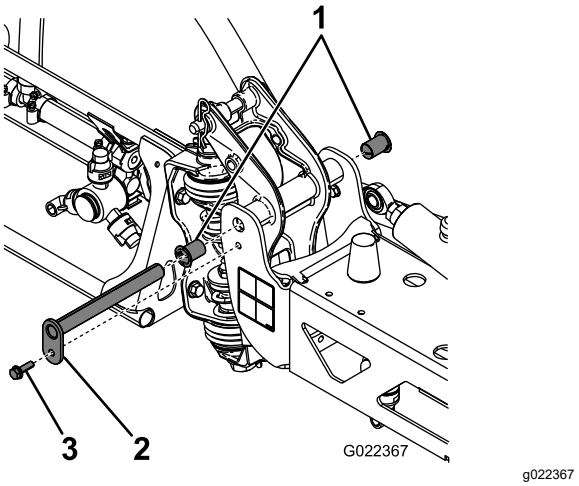

Figura 63
3. Con el peso del brazo apoyado, retire el perno y la tuerca que fijan el pasador de giro al conjunto del brazo (Figura 63).
4. Retire el perno y la tuerca que sujetan el pasador de giro y retire el pasador (Figura 63).
6. Retire los casquillos de nailon desde delante y desde detrás del soporte de giro e inspecciónelos (Figura 63).
7. Aplique una pequeña cantidad de aceite en los casquillos de nylon e instálelos en el soporte del pivote (Figura 63).
8. Instale el conjunto de brazo y soporte del pivote en el bastidor central, alineando los orificios (Figura 63).